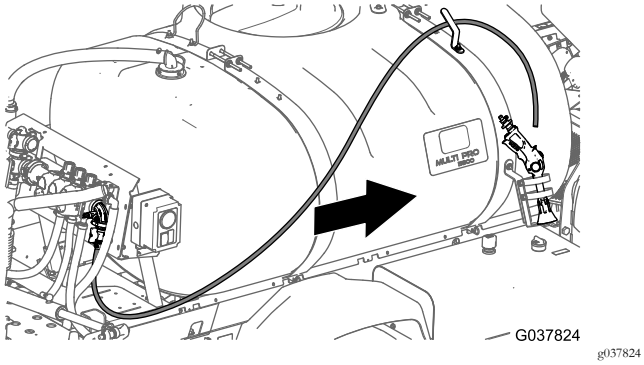

Figuur 95
4. Leid de toevoerslang naar voren, langs de spuittank naar de beugel van het spuitpistool, en bevestig de slang met de 3 kabelbinders aan het tankframe (Figuur 95).